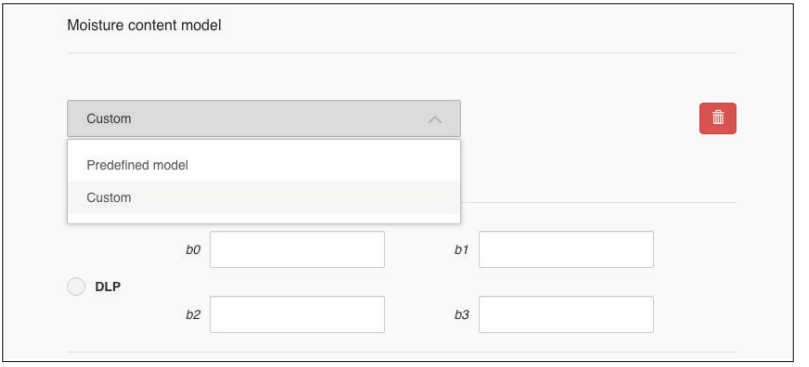

Figure 17 Custom model selection
a. In the dropdown box below the Moisture Content Model heading, select the Custom model option (Figure 17).